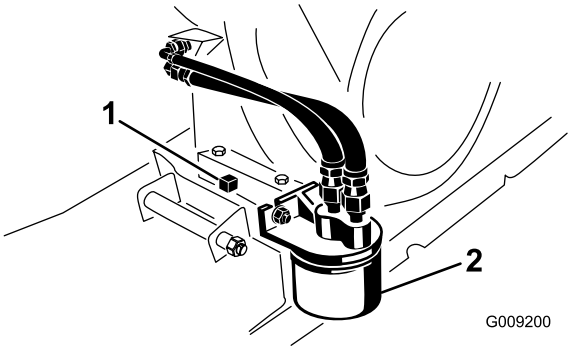

Figura 41
5. Coloque un recipiente con capacidad de 1,8 litros debajo del tapón de vaciado (Figura 41).
6. Retire el tapón de vaciado y la junta (Figura 41).
2. Retire el filtro de aceite (Figura 41).
4. Enrosque el filtro nuevo sobre el adaptador del filtro hasta que la junta toque la placa de montaje, luego apriete el filtro 1/2–3/4 de vuelta más (Figura 41).